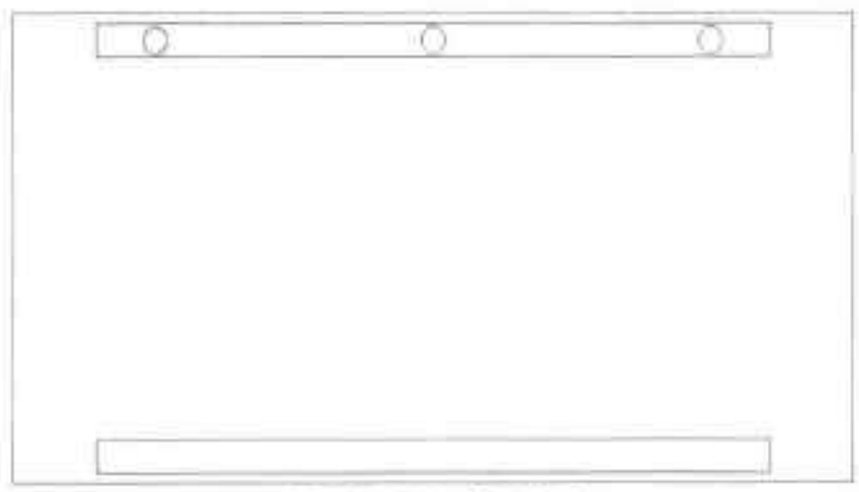

图20-71 复制圆
Step 07 执行“复制”命令，设置复制距离为 1200mm，复制两个圆，如图 20-71 所示。